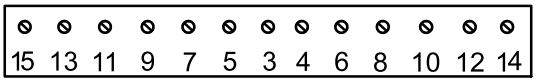

Figuur 24
6. Volg de volgorde in Figuur 24 en draai de schroeven vast met een torsie van 25,4 Nm.